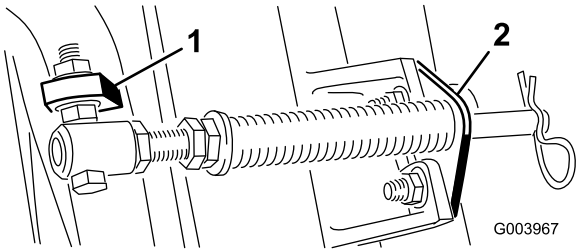

**Figur 5**
**Bemærk:** Placer boltens hoved på tappens udvendige side som vist i Figur 5.
D. Monter stangbeslaget på klippeenhedens tapper med bræddebolte og møtrikker (Figur 5).